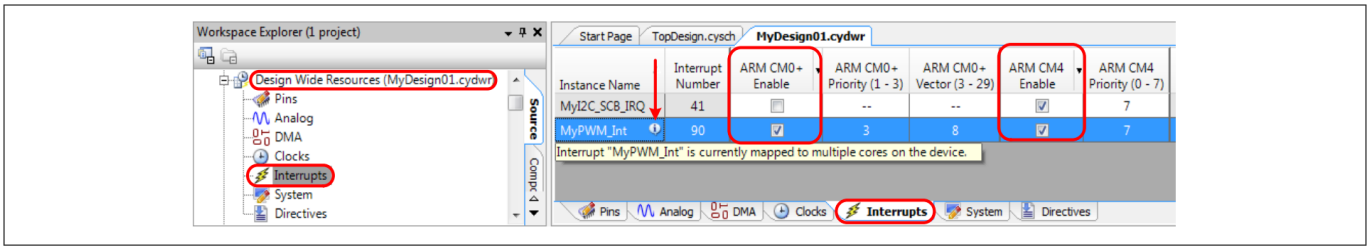

**図 9 CPU への割込み割当て**
**Design wide Resources** ウィンドウ (ファイルタイプ `.cydwr`) で、**Interrupts** タブを選択して、デザイン内のすべての割込みを確認します(図 9 を参照)。